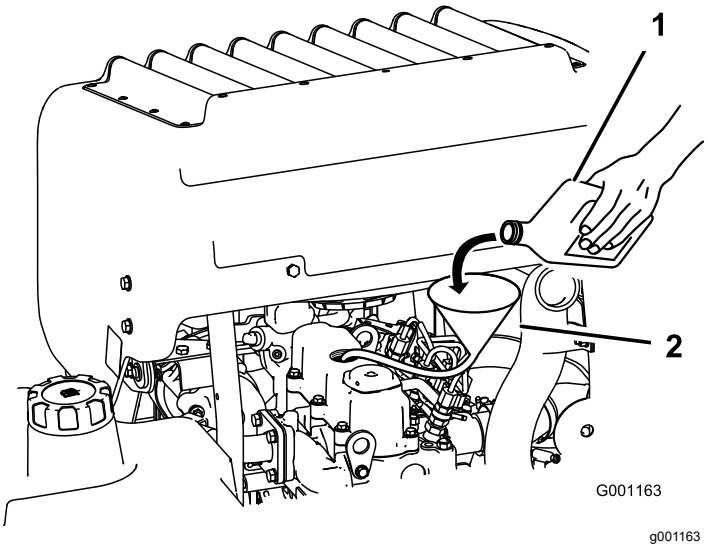

Rysunek 64
3. Za pomocą przewodu i lejka dolej oleju do silnika (Rysunek 64).